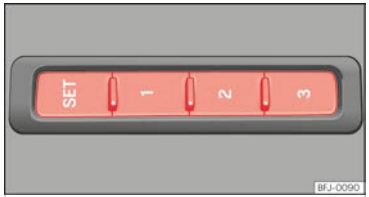

Fig. 101 En el lateral exterior del asiento del conductor: teclas de memoria.
- Pulse la tecla **SET** durante más de 1 segundo ››› fig. 101.